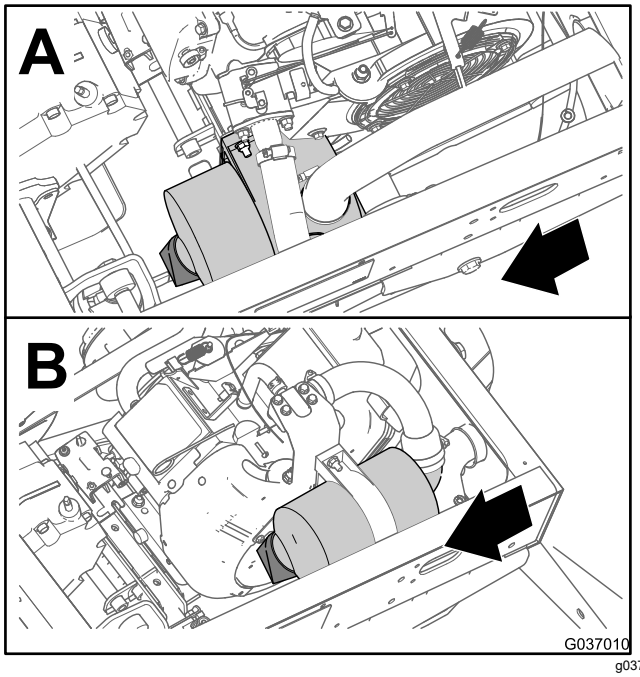
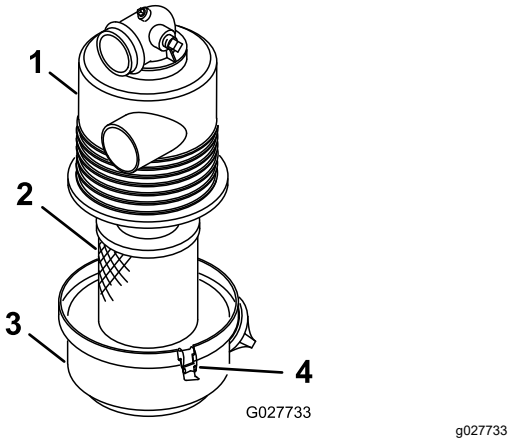

Figur 29
Figur 30
2. Undersök om luftrenarhuset har skador som skulle kunna orsaka en luftläcka (Figur 29 och Figur 30).
3. Lossa spärrhakarna som fäster luftfilterkåpan på luftfilterhuset (Figur 30).
4. Separera kåpan från huset och gör rent insidan av kåpan (Figur 30).
3. Sätt tillbaka luftfilterelementet i luftfilterhuset (Figur 30).
4. Passa in luftfilterkåpan med luftfilterhuset (Figur 30).
5. Fäst kåpan på huset med spärrhakarna (Figur 30).